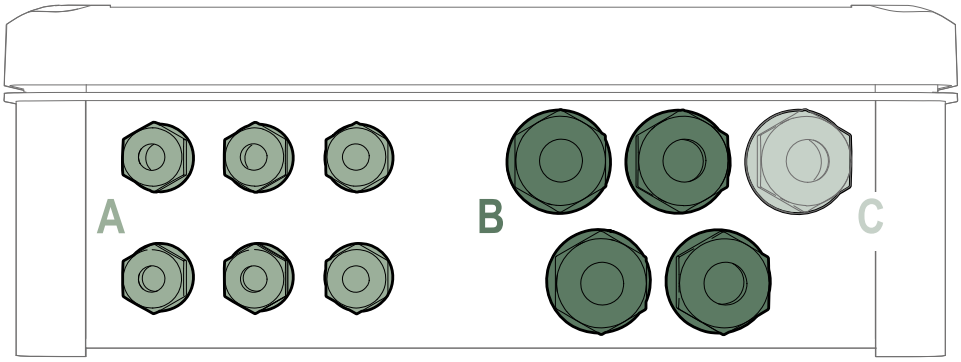

Abbildung. 7 : Abbildung Vorderseite Kabelverschraubung
1. Führen Sie das Kabel in die in Abbildung 1 Abbildung. 7 (Kabelverschraubung C);
Je nach Anwendung kann der Anwender weitere Stromanschlüsse ausführen, siehe Abbildung. 7 .